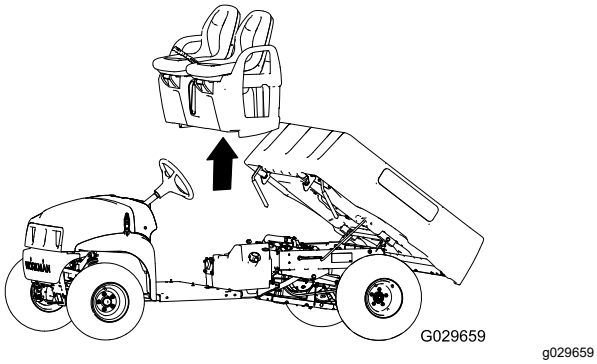

**Figur 48**
1. Lyft på sätena och sätessockeln på maskinen och rikta in bromskablarna med chassit (Figur 47 och Figur 48).
2. Rikta in hålen i sätessockeln med hålen i golvplattan och den bakre hyttkanalen (Figur 47 och Figur 48).